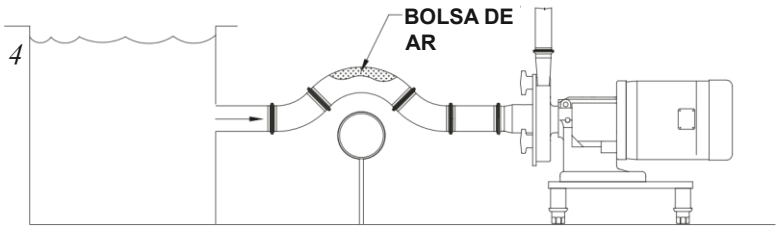

Figura 4
- Evite a formação de bolsões de ar na tubulação (*Figura 4*).